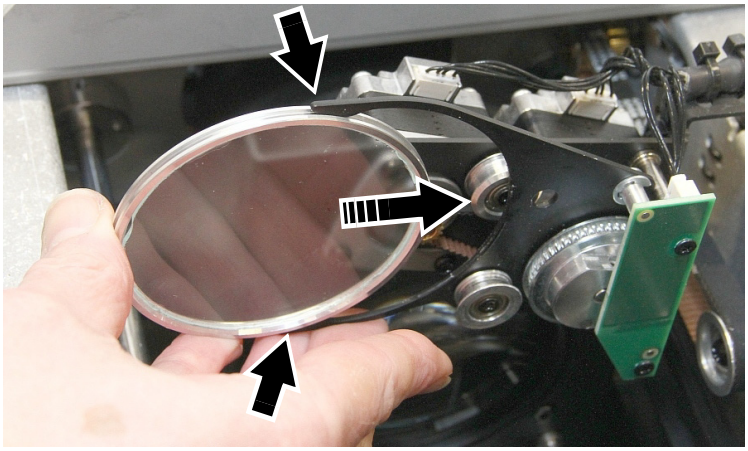

Figure 25: Installing the frost filter
7. The frost filter is glued into a metal holder. Look carefully at the holder and note which side of the holder the glass is glued into. Turn the frost filter so that this side – the side that the glass is glued into – faces *towards the back* of the fixture. See Figure 25. Slide the filter into the jaws (arrowed) and check that it is held securely.